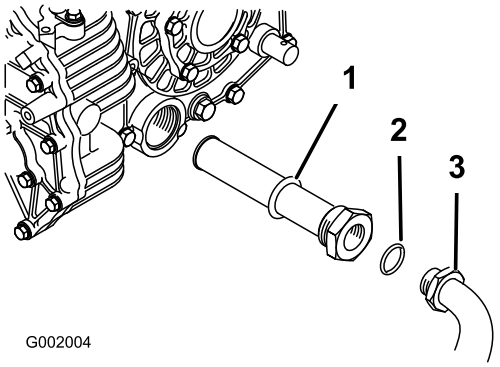

**Figur 39**
5. Fjern hydraulikslangen og 90°-beslaget (Figur 39).